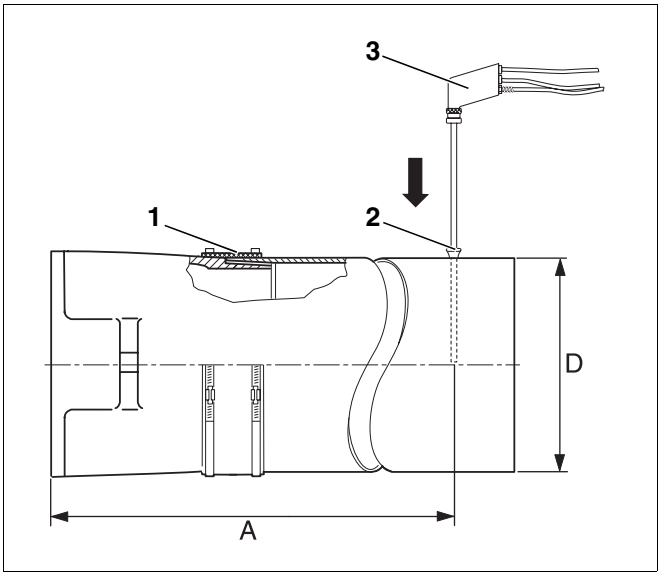

Abb. 17 Messwerte aufnehmen
Die Messungen erfolgen grundsätzlich im Abgasrohr. Die Messöffnung (Muffe; Abb. 17, **Pos. 2**) sollte im Abstand „A“ (ca. 2 × Durchmesser Abgasrohr „D“) vom Abgasstutzen angebracht werden (Abb. 17). Wenn die Abgasanlage unmittelbar nach dem Heizkessel mit einem Bogen angeschlossen ist, muss vor dem Bogen gemessen werden.
Wir empfehlen Ihnen eine Abgasrohr-Abdichtmanschette (Abb. 17, **Pos. 1**) zu verwenden.
- Messsonde (Abb. 17, **Pos. 3**) bis in den Kernstrom (Mitte Abgasrohr) des Abgases eintauchen (höchste Abgastemperatur).